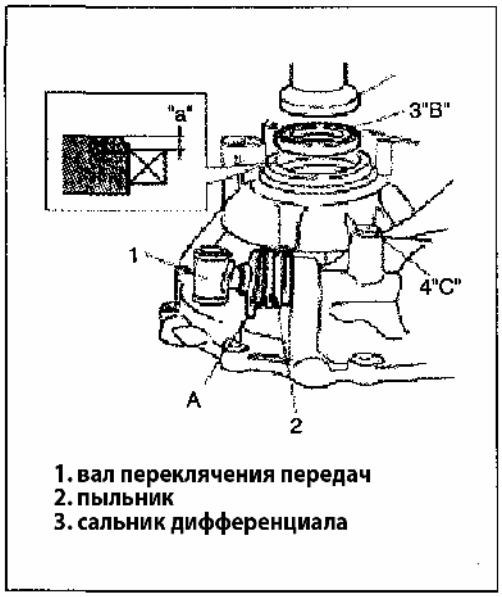

Рис. 398
4) Установите вал переключения передач, кожух, металлические шарики, пружину и распорку, смазанные маслом, затяните болты (Рис. 398). "C": HZ1213 силиконовая смазка.